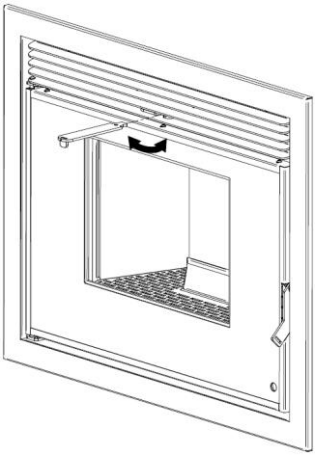

Figura 20 - Installazione pellet inseribile
- La quantità di aria che scorre verso la parte anteriore della macchina e che scorre attraverso i tubi al canale d'aria può essere regolato usando la stessa per l'accessorio per aprire le porte e interblocchi di sicurezza. Inserire l'attacco posteriore fra la griglia nella sua parte centrale, come mostrato in Figura 20, si può vedere che c'è un pezzo che si adatta perfettamente ed è in grado di ruotare e spostare un deflettore che provoca l'aria di essere diretto al avanti o aria tubi. Per motivi di sicurezza, c'è sempre una quantità minima di aria deve venire fuori di fronte a delle attrezzature. Dopo aver regolato la posizione deve rimuovere l'accessorio, quindi sei sempre freddo.